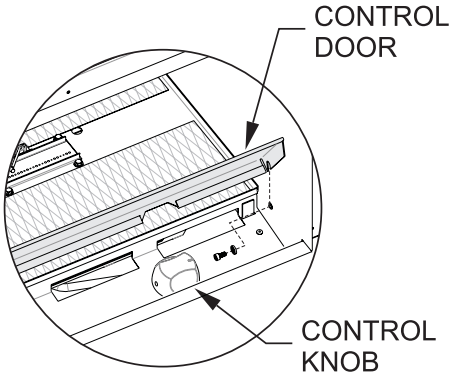

Figure 14
b. Remove the two control door pivot bolts and washers. **See Figure 14.**